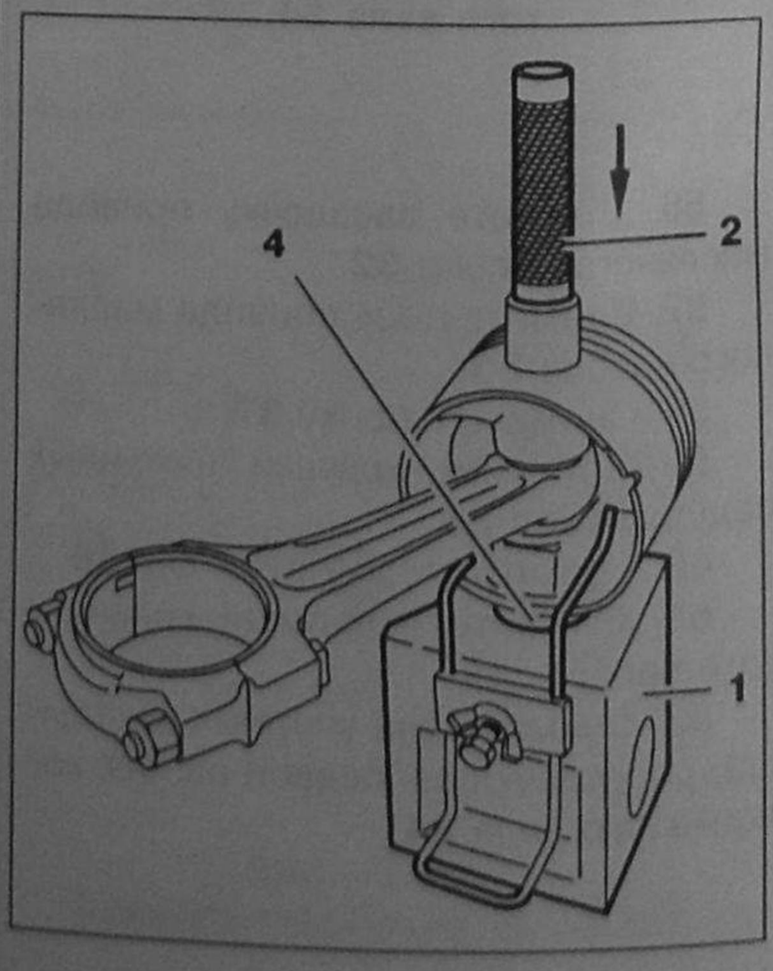

Рис. 4.128. Сборка шатунно-поршневой группы.
5. Произведите сборку шатунно-поршневой группы, как показано на рис. 4.128.